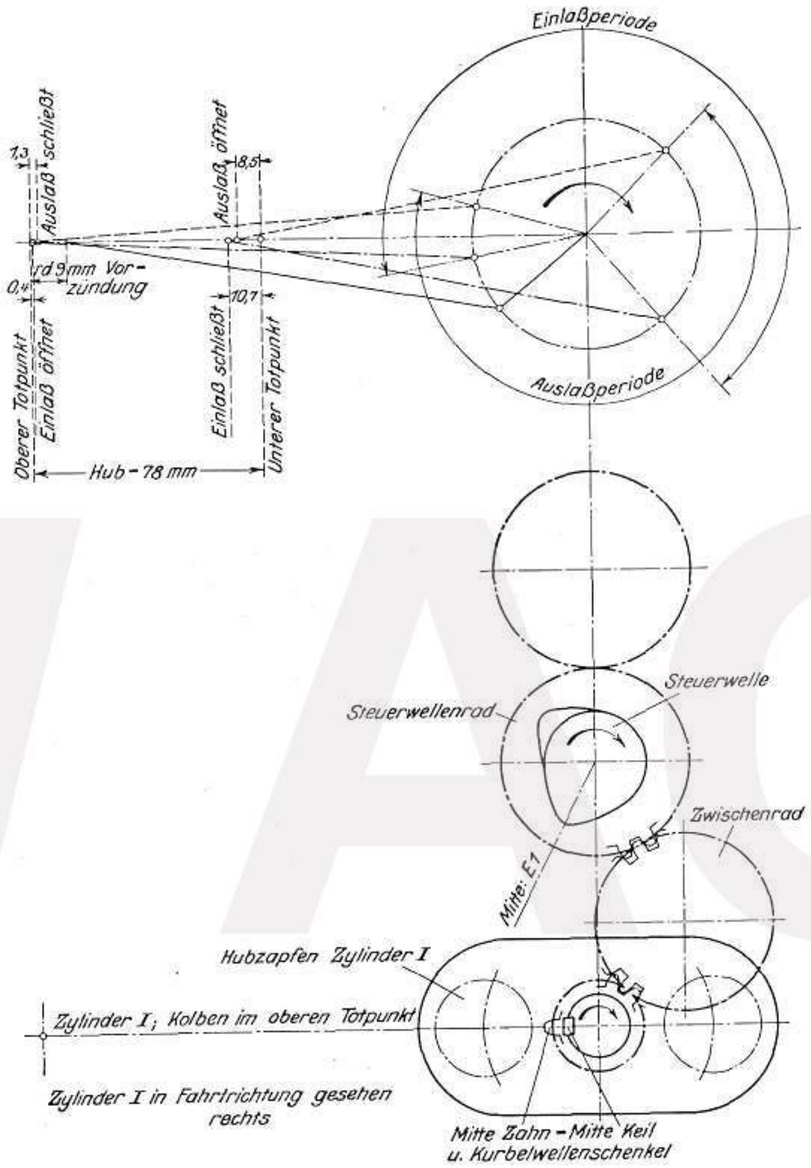
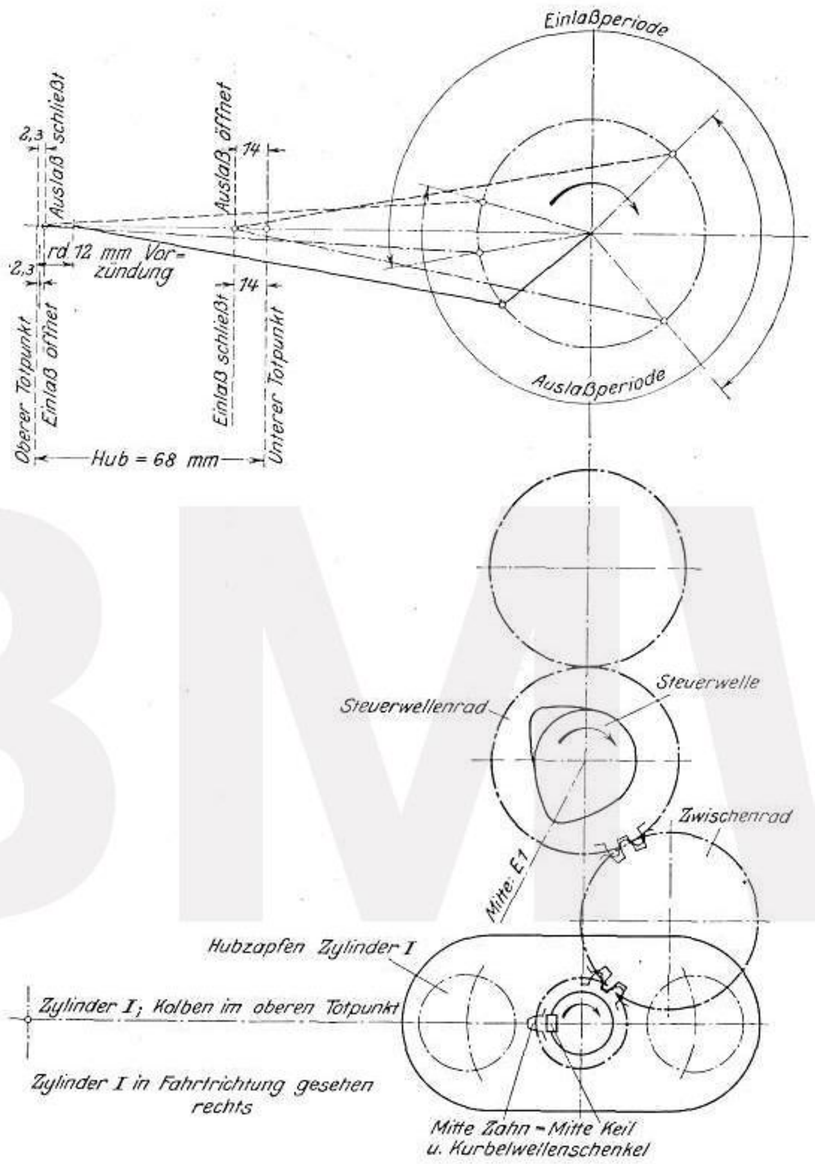

Abb. 26
Abb. 27
e) **Kurbelwelle:** Hat sich aus irgend einem Grunde das Herausnehmen der Kurbelwelle als erforderlich erwiesen, so versäume man bei dieser Gelegenheit niemals, die Ölkammern in den Zapfen gut von etwa angesammeltem Schmutz zu reinigen. Bei der jährlichen Motorüberholung hat diese Reinigung unter allen Umständen zu erfolgen. Beim Wiedereinsetzen ist darauf zu achten, daß die Rollenlagerbüchsen **B 20** und **B 21** in den Öldüsen **K 24a** der Steigrohre **K 23** fixiert werden, da sonst die Schmierung der Lager ausbleibt. (Abb. 12). Die Einstellung ist nach den Diagrammen der Abb. 26 für die **Tourenmaschine** und der Abb. 27 für die **Sportmaschine** vorzunehmen ohne Berücksichtigung der Markierungen des Zwischenrades und des Stirnrades der Steuerwelle. Diese Einstellung hat zu erfolgen, wenn sich die Kolben in der äußeren Totpunktstellung befinden.
Tourenmaschine: Nach Abnahme des rechten Zylinderdeckels stellt man die Kurbelwelle auf den oberen Totpunkt. Hierauf dreht man die Kurbelwelle solange zurück (in Fahrtrichtung gesehen rechts herum, im Sinne des Uhrzeigers) bis der Kolben vom Totpunkt einen Weg von 9 bis 12 mm zurückgelegt hat. Hierauf setzt man den Magnetzünder ein; dadurch wird je nach Zahneingriff eine Vorzündung von 9 bis 12 mm erreicht werden. Ist der Eingriff in diesen Grenzen nicht herzustellen, so muß auf der Magnetwelle ein versetzter Keil angebracht werden (s. Einstelldiagramm Abb. 26).
Sportmaschine: Nach Abnahme des rechten Zylinderkopfes stellt man die Kurbelwelle auf den oberen Totpunkt. Hierauf dreht man die Kurbelwelle solange zurück (in Fahrtrichtung gesehen rechts herum, im Sinne des Uhrzeigers), bis der Kolben vom Totpunkt einen Weg von 12 bis 15 mm zurückgelegt hat. Hierauf setzt man den Magnetzünder ein, dadurch wird je nach Zahneingriff eine Vorzündung von 12 bis 15 mm erreicht werden. Ist der Eingriff in diesen Grenzen nicht herzustellen, so muß auf der Magnetwelle ein versetzter Keil angebracht werden. (S. Einstelldiagramm Abb. 27).